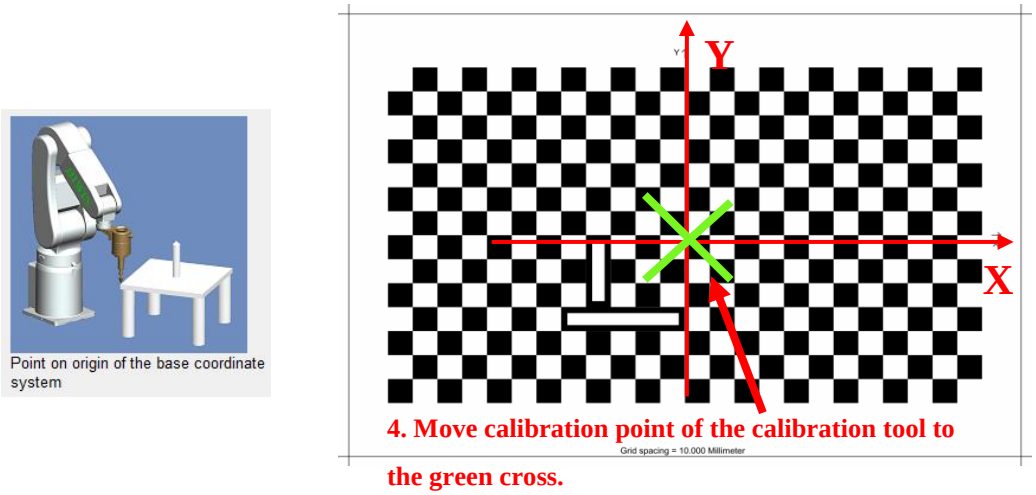

Figure 6-8 Teaching base coordinate origin
3. In Figure 6-8, move the robot arm to move the calibration point of the calibration tool to the green cross mark, the calibration point and confirm that the calibration point does touch the calibration plate. Record this point by pressing the "Measure" button.